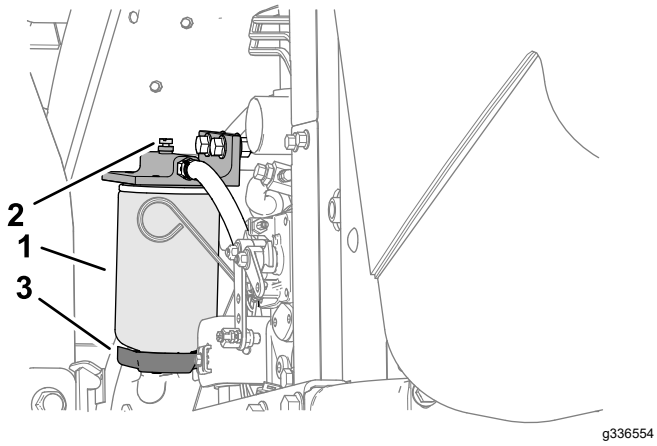

Figur 73
4. Lossa avtappningsventilen i botten på filterskålen (Figur 73).
3. Rengör området där filterskålen ska monteras (Figur 73).